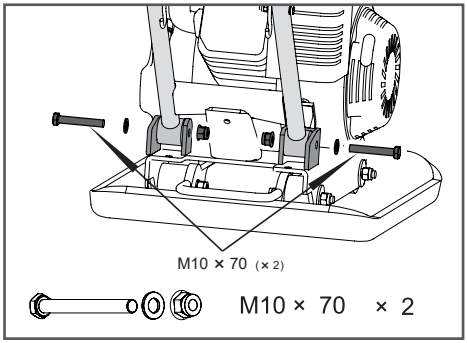

Рис. 3 Установка рабочей рукоятки
2. Совместите отверстия в нижней части рабочих рукояток и кронштейнах рамы виброплиты. Вставьте в отверстия болты M10x70 из комплекта крепежа и зафиксируйте их гайками (Рис. 3).